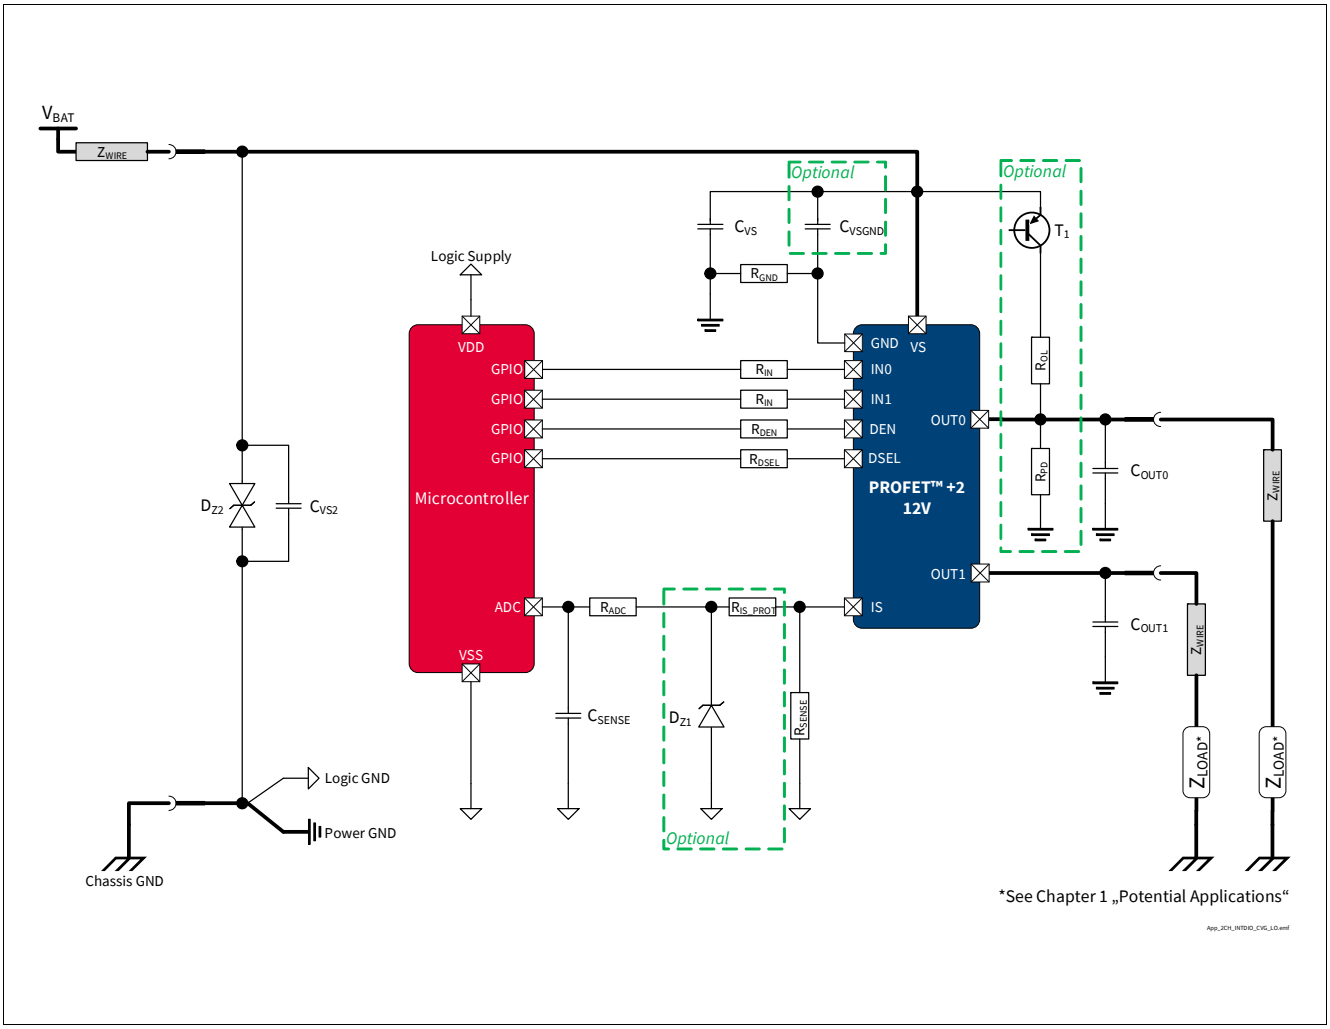

Figure 43 BTS7040-2EPA Application Diagram
1.05, 2019-10-15	P_8.7.6.1, P_8.7.6.7, P_8.7.6.8 updated (added in Note or Test Condition: link to **Figure 25**) P_8.7.6.6 updated (added in Note or Test Condition: link to **Figure 26**) P_7.5.6.4, P_7.5.6.5 updated (added in Note or Test Condition: DEN = “low”; link to **Figure 19**) P_7.5.6.12 updated (added in Note or Test Condition: see **Figure 21**; deleted unnecessary space in Symbol: |dVOUT / dt | → |dVOUT / dt|) P_9.7.6.1 updated (added in Note or Test Condition: See **Figure 34**) P_9.7.6.6 updated (Min./Typ./Max.: -40%/1800/+40% → -26.0%/1750/+26.0%) P_9.7.6.8 updated (Min./Typ./Max.: -35%/1800/+35% → -23.5%/1750/+23.5%) P_9.7.6.9 updated (Min./Typ./Max.: -30%/1800/+30% → -20.5%/1750/+20.5%) P_9.7.6.12 updated (Min./Typ./Max.: -26%/1800/+26% → -19.0%/1750/+19.0%) P_9.7.6.15 updated (Min./Typ./Max.: -11%/1800/+11% → -9.7%/1805/+9.7%) P_9.7.6.17 updated (Min./Typ./Max.: -6%/1800/+6% → -6.0%/1805/+6.0%) P_9.7.6.19 updated (Min./Typ./Max.: -5%/1800/+5% → -4.5%/1805/+4.5%) P_7.5.6.11 updated (added in Note or Test Condition: see **Figure 19**) **Figure 1**, **Figure 43** updated **Chapter 1** updated (or LED equivalent → or equivalent electronic loads (e.g. LED modules)) P_4.3.0.7 added **Table 24** updated **Chapter 5.1** updated (added: see **Chapter 10** for the complete application setup overview)